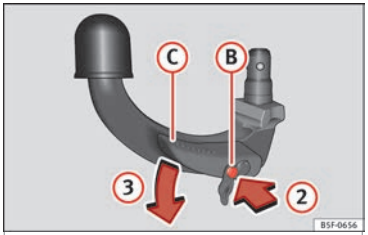

Rys. 224 Krok 2.
- Nacisnąć bolec zwalniający (B) w kierunku strzałki (2), jednocześnie naciskając dźwignię (C) w kierunku strzałki (3) do oporu ››› **rys. 224**.